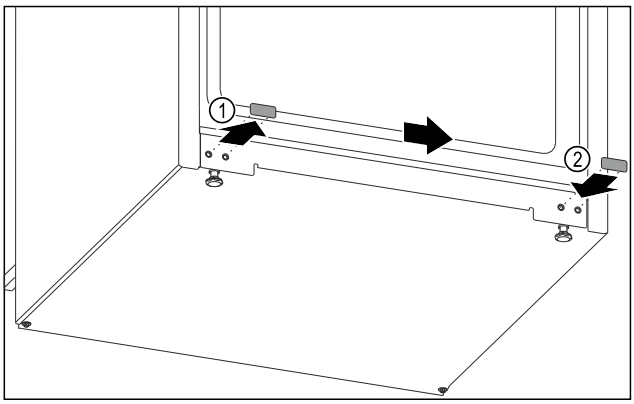

*Fig. 12*
- ▶ Pull out the cover plug. *Fig. 12 (1)*
- ▶ Insert the cover plug on the opposite side. *Fig. 12 (2)*